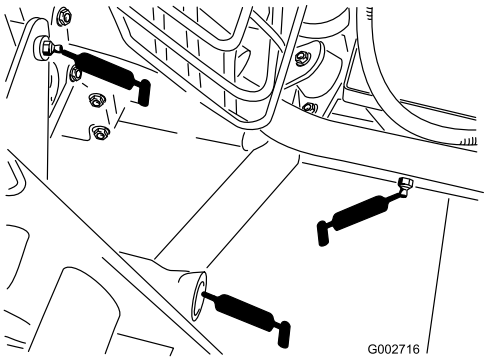

Figur 23
- Bakre kobling (5) (Figur 23)